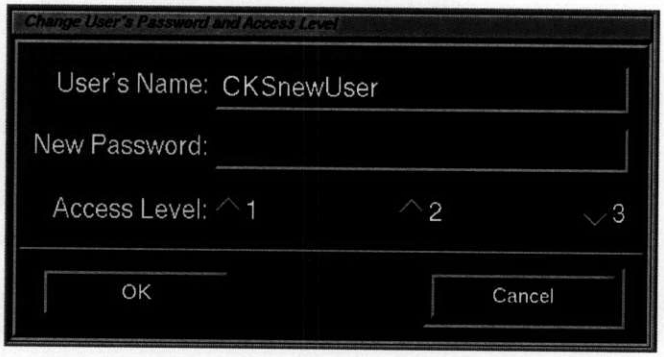

**Figure 7 Change User's Password and Access Level**
**Step 2.** Click the **CHANGE** button. The CyberKnife Users window disappears and the Change User's Password and Access LeveL window (*Figure 7 Change User's Password and Access Level, page 7*) appears. This window displays the user's name and access level.